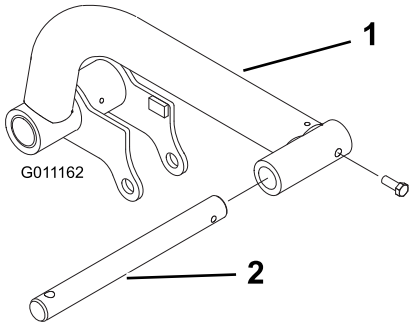

Figuur 14
2. Steek een draaistang in elke hefarm en lijn de montageopeningen uit (Figuur 14).